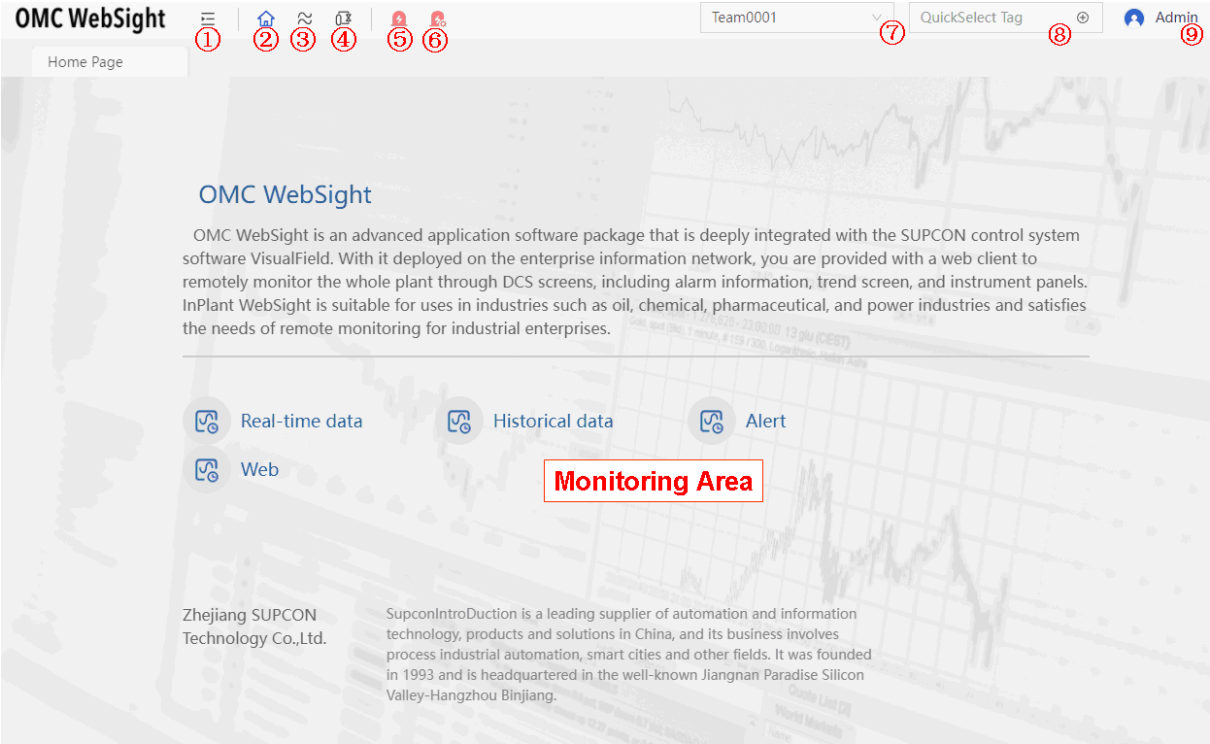

Figure 3-1 WebSight Monitor Interface
In the WebSight monitor screen shown in Figure 3-1, click to show trend in the figure below..
1. In the WebSight monitor screen shown in Figure 3-1, click and the graphics shown below pops up.
In the WebSight monitor screen shown in Figure 3-1, click , the monitor of process alarms shown in the figure below is displayed.